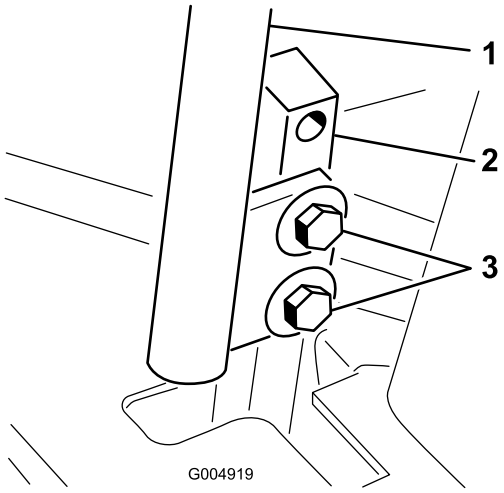

Rysunek 58
3. Usuń śruby mocujące dźwignie sterowania (Rysunek 58).